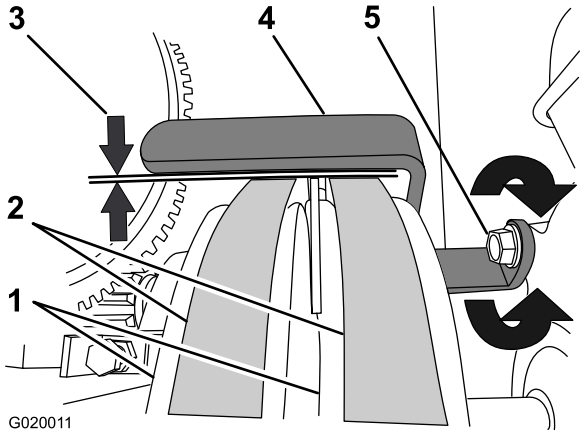

Figure 75
3. Check that the air gap between the belt guide and the belts is 2.5 to 4.0 mm (3/32 to 5/32 inch); refer to Figure 75.
A. Loosen the bolt that secures the belt guide to the engine (Figure 75).
B. Rotate the belt guide up or down until there is an air gap of 2.5 to 4.0 mm (3/32 to 5/32 inch) between the guide and each belt (Figure 75).
C. Tighten the bolt that secures the belt guide to the engine (Figure 75).